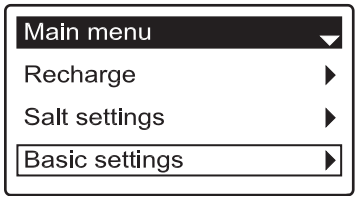

FIG. 33
2. Press the DOWN (▼) button to scroll through the menu options until **Basic settings** is highlighted (See Figure 33).